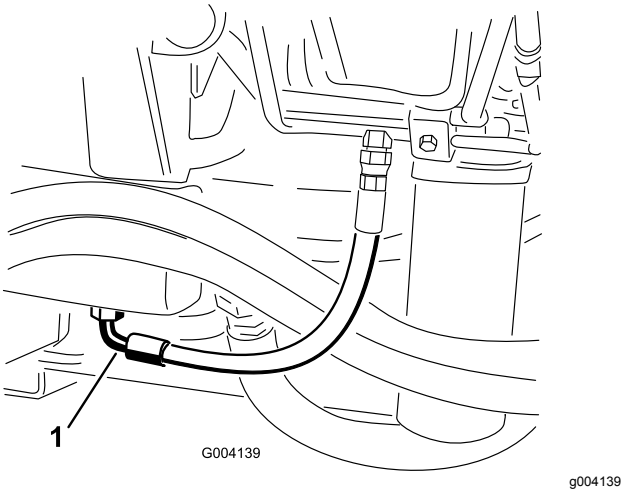

Figur 102
3. Ställ ett stort avtappningskärl under fästet som sitter på hydraultankens undersida (Figur 102).